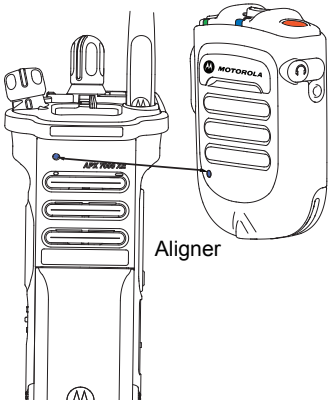

Figure 2.10 : Couplage de votre WRSM
2. Placez le point bleu (repère de couplage sécurisé) du WRSM à moins de 2,5 cm du point bleu (repère de couplage sécurisé) de la radio. Reportez-vous à la Figure 2.10.